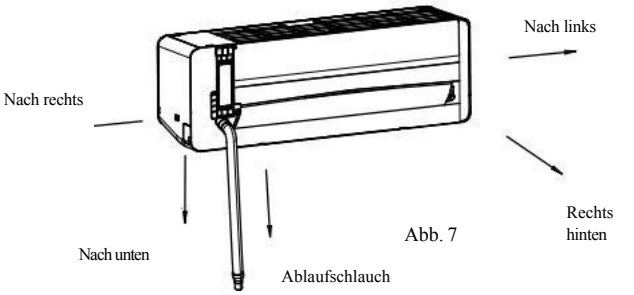

Abb. 7
- Die linke Abbildung zeigt die Position des Ablaufschlauchs, siehe Abb. 7.